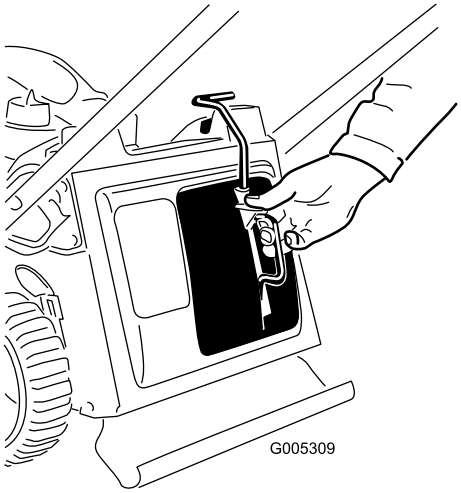
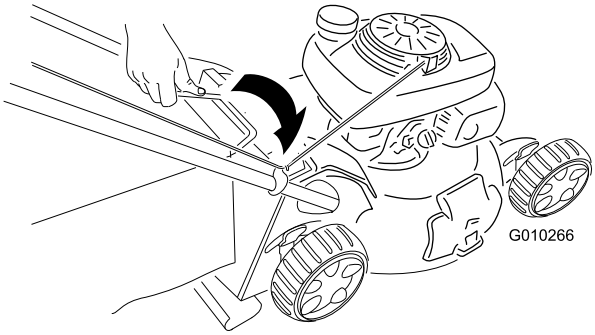

Figur 21
Figur 22
1. Monter kvernepluggen (Figur 21) eller gressposen (Figur 22) på maskinen.